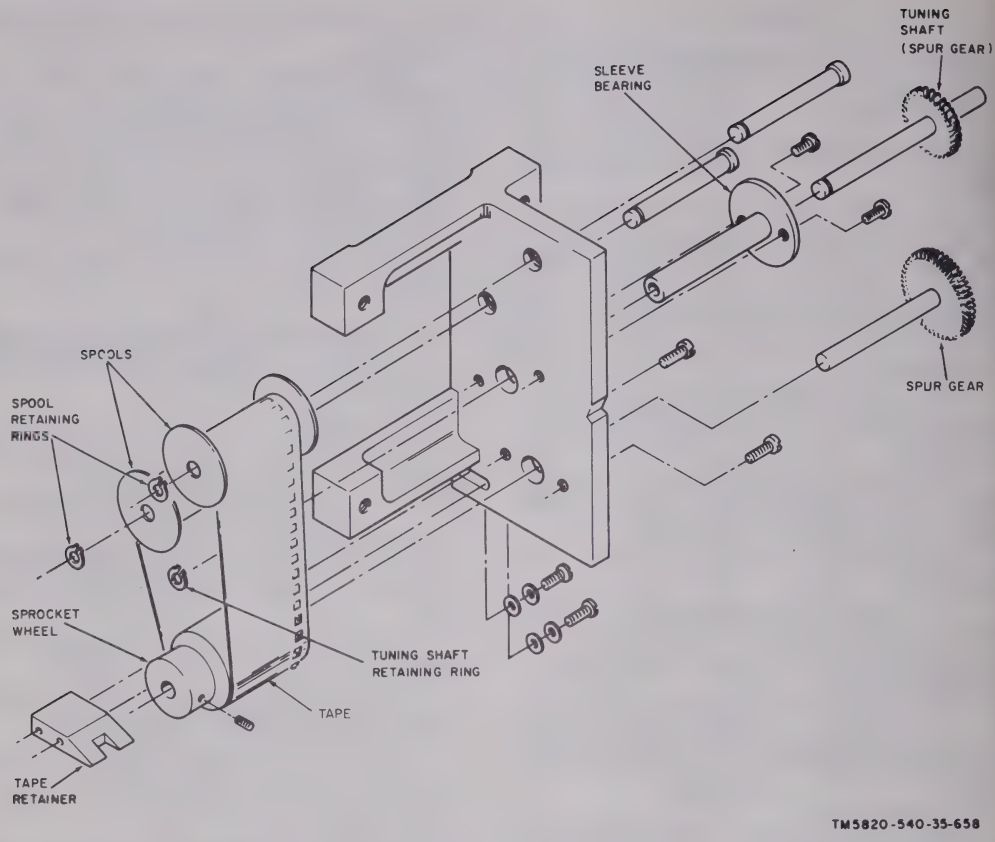

Figure 5–31. Channel-frequency indicator 33A1A1DS1, DS2, exploded view.
5–27. Disassembly and Assembly of Channel-Frequency Indicators 33A1A1DS1, DS2 (fig. 5–31)
(1) *Removal of XMTR TUNE drive mechanism* (fig. 5–32).
(*n*) Unsolder and tag the leads from C7 and C14 (fig. 5–33, item 44).
(*o*) Remove electronic tubes V1 and V2 (fig. 5–53).